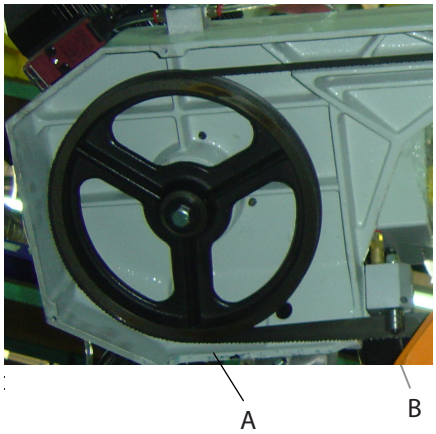
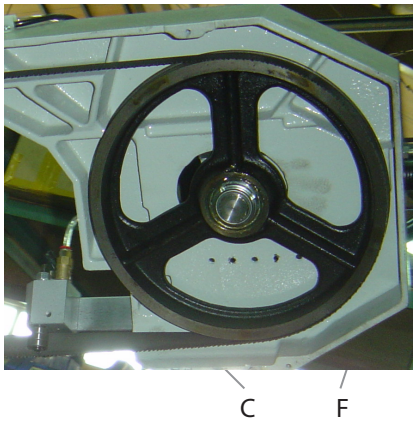

Fig. 19
Fig. 20
1. Relevez le cadre de la scie d'environ 150 mm et verrouillez l'avance en tournant le bouton dans le sens des aiguilles d'une montre jusqu'à la butée (fig. 19).
2. Déplacez le bras de guidage de la lame vers la droite (fig. 20).
3. Débranchez la machine de la source d'alimentation. Desserrez la vis du couvercle, retirez le couvercle (fig. 19, A), ouvrez le couvercle (fig. 19, B), retirez le couvercle (fig. 20, C), puis nettoyez les copeaux et la saleté à l'intérieur de la machine.
4. Relâchez la tension de la lame (fig. 20, F) en tournant le volant de tension dans le sens inverse des aiguilles d'une montre.
5. Retirez la lame des deux roues et de chaque guide de lame. Retirez d'abord le côté (B), puis le côté (A).